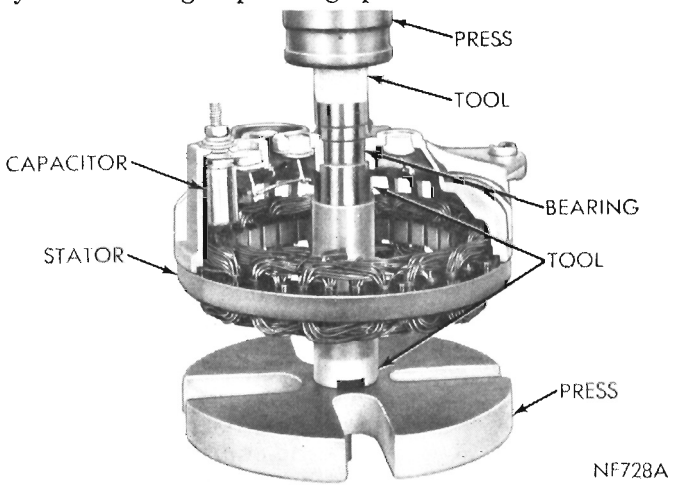
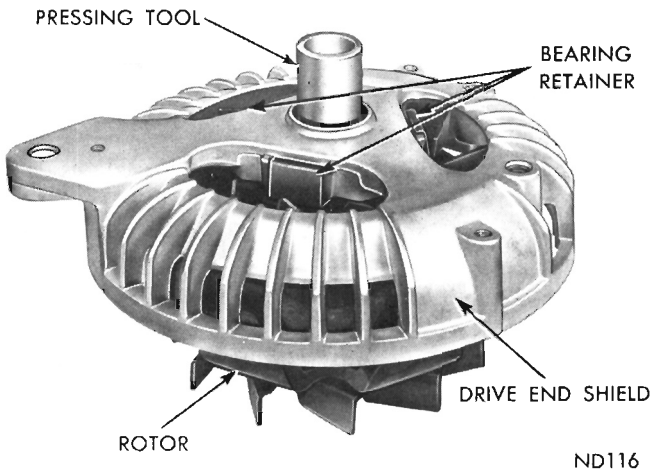

Fig. 36—Installing Rectifier End Shield Bearing
Fig. 37—Installing Drive End Shield Bearing
(6) Support end shield on Tool C-3925 so that notches in the support tool will clear the raised section of the heat sink and press the bearing into position with Tool SP-3381 (Fig. 36), until bottomed on support tool. **New bearings are pre-lubricated, additional lubrication is not required.**
(7) Insert drive end bearing in drive end shield and install bearing retainer plate to hold bearing in place.
(8) Position bearing and drive end shield on rotor shaft and, while supporting base of rotor shaft, press bearing and shield into position on rotor shaft with arbor press and Tool C-3858 (Fig. 37).